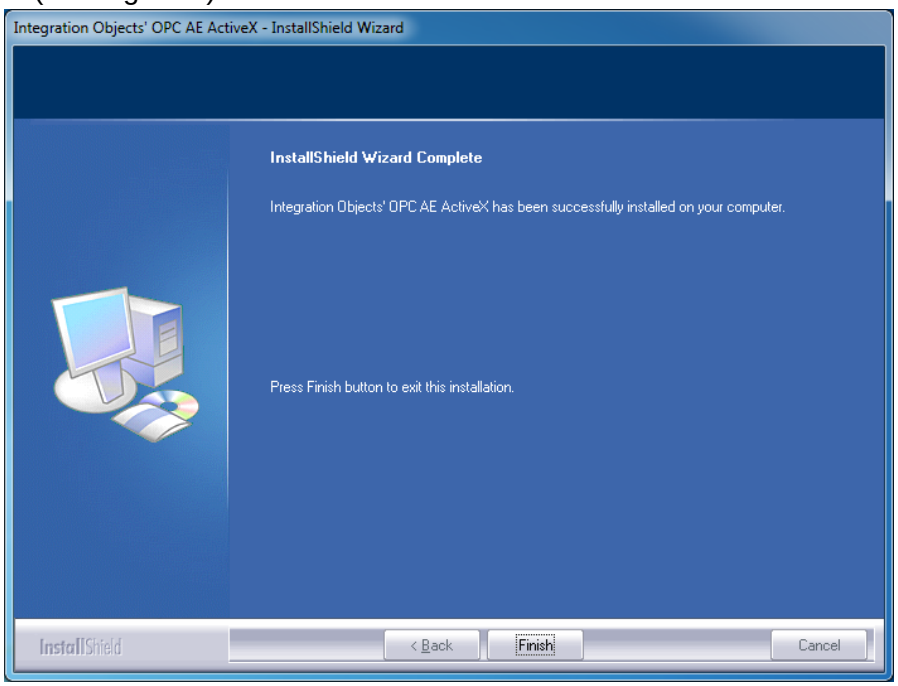

Figure 7: Installation Complete Window
9. An Installation Complete window will appear when the product has been successfully installed (see Figure 7).